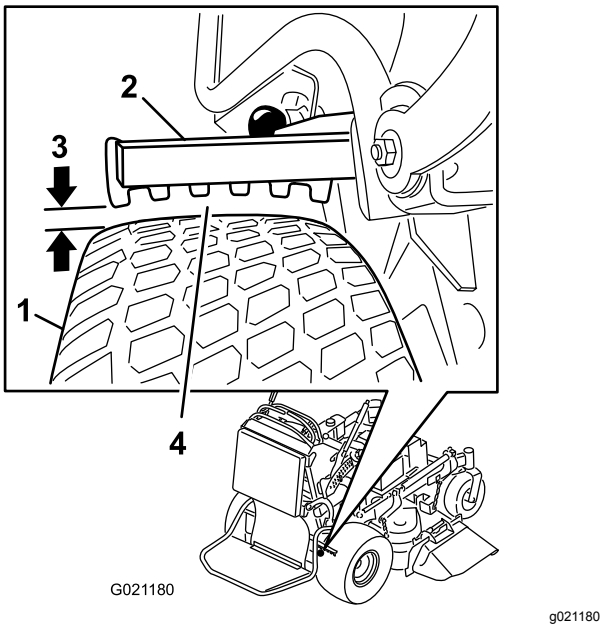

**Figur 62**
6. Tag udgangspunkt i den side med mindst afstand, og sørg for, at afstanden er mellem 3 og 6 mm som vist i Figur 62. Se Justering af bremserne (side 48), når justering bliver nødvendig.
5. Juster gaflen (Figur 62).